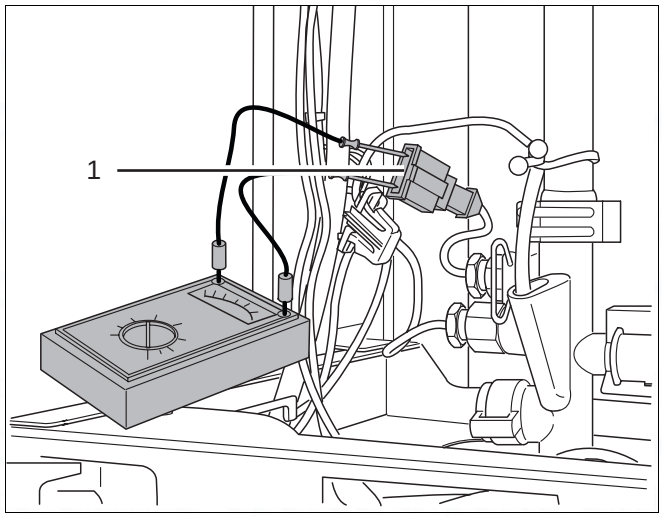

Fig. 70 600 - 11S / 19S / 24S / 24C: checking the flow sensor
- Measure resistance of sensor (fig. 70, item 1).